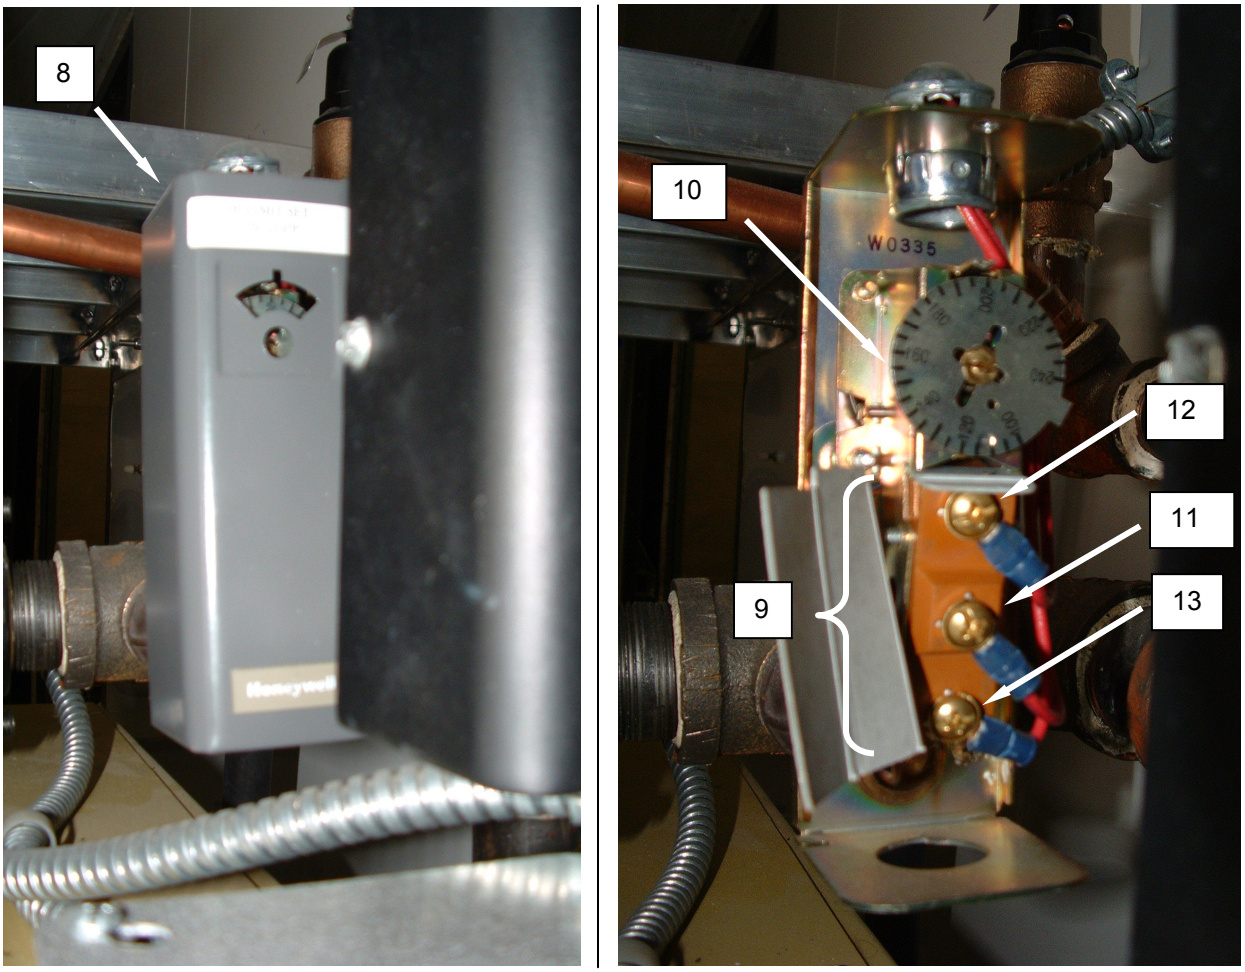

Figure 4. Test the High Temperature Cutout.
2. Loosen the screw retaining the high temperature cutout cover **(Figure 4, Item 8)**, and remove the cover.
3. Tag and disconnect the wiring from the thermostat terminals **(Figure 4, Item 9)**.
4. Ensure the dial **(Figure 4, Item 10)** has been set for approximately 210 ^{o}F.
5. Use an ohmmeter to test for continuity between the B terminal **(Figure 4, Item 11)** and R terminal **(Figure 4, Item 5)**. There should be continuity between the two terminals.
6. Use an ohmmeter to test for continuity between the B terminal **(Figure 4, Item 11)** and W terminal **(Figure 4, Item 13)**. There should be infinite resistance between the two terminals.
7. Reconnect the wiring to the terminals **(Figure 4, Items 9)** as tagged.
8. Install the high temperature cutout cover **(Figure 4, Item 8)**, and retain with screw.